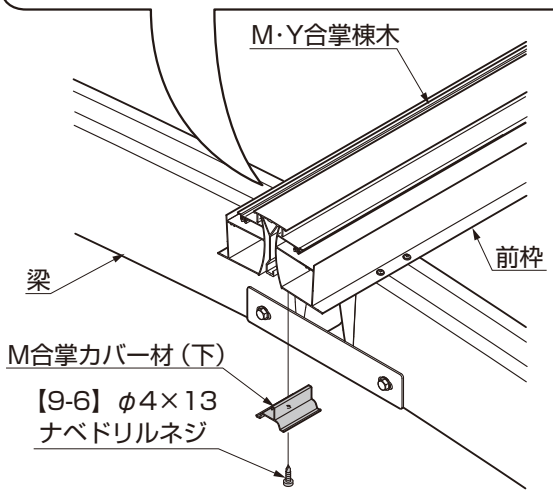

図2-2
②M・Y合掌棟木を前枠と前枠の間に乗せてM合掌カバー材（下）で固定してください。（図2-2参照）